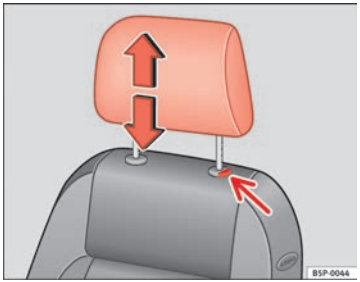

Fig. 67 Ajuste o desmontaje del apoyacabezas
– Pulse la tecla ⇒ fig. 67(flecha).